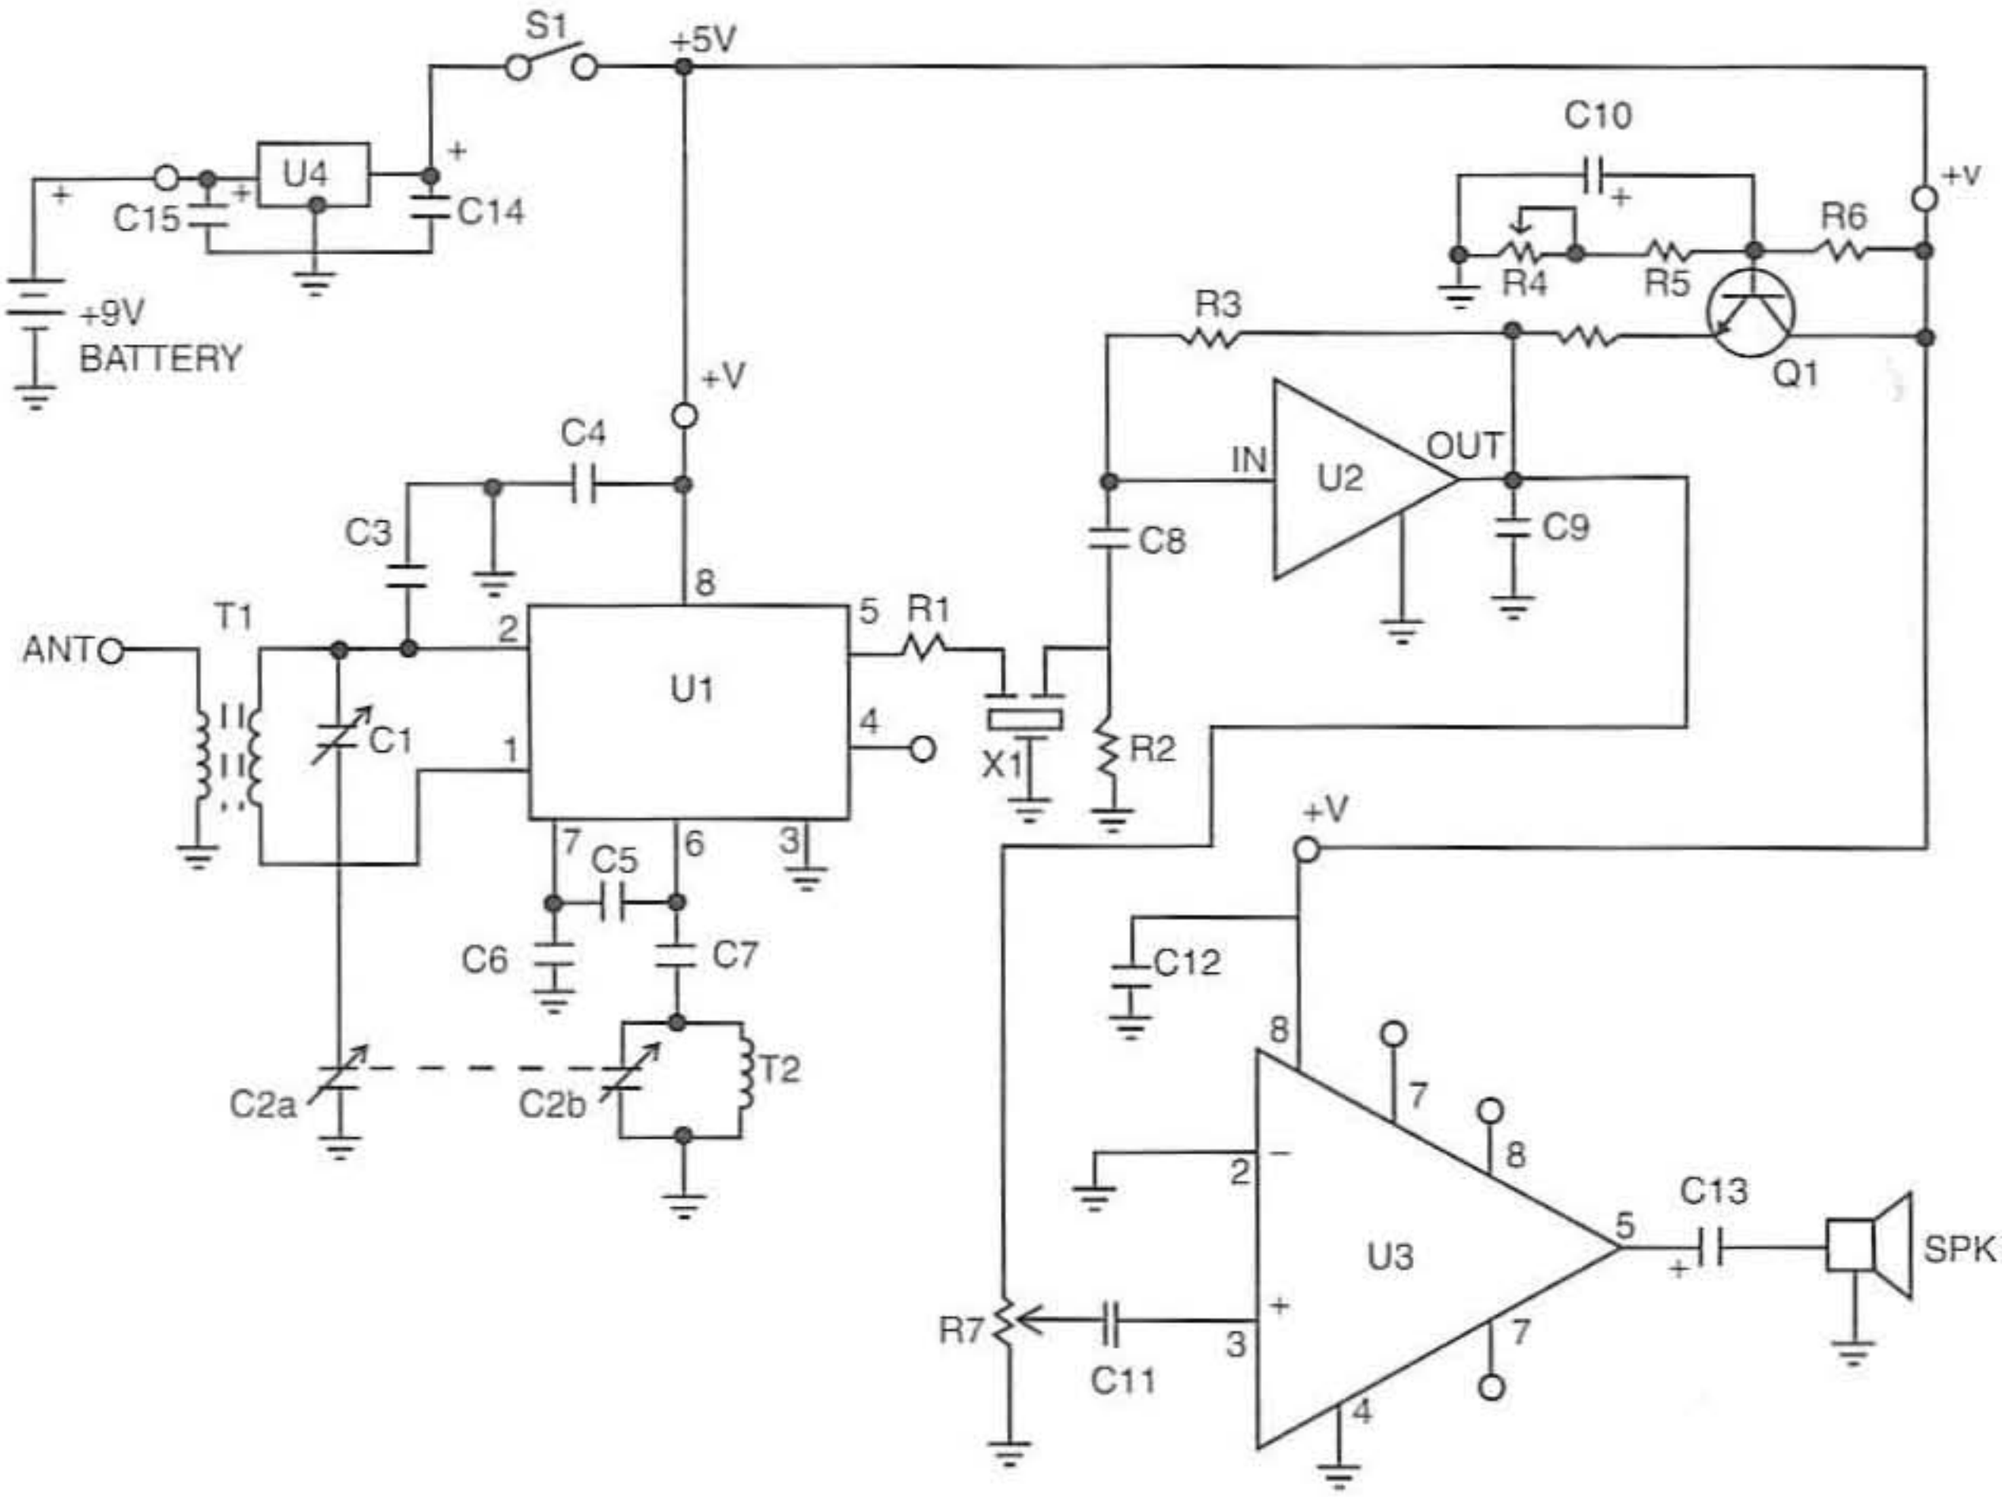

Figure 9-7 *Three IC shortwave receiver circuit*
The simple, three-IC superheterodyne radio in Figure 9-7 can receive stations in the 4.5- to 10-MHz range from around the world with only a 10-foot antenna. A superheterodyne radio works by mixing the incoming RF signals with a *local-oscillator* (LO) signal to produce an IF, or *intermediate frequency*. The circuit then filters, amplifies, and diode-detects the IF signal to reproduce the audio signal contained in the RF input.